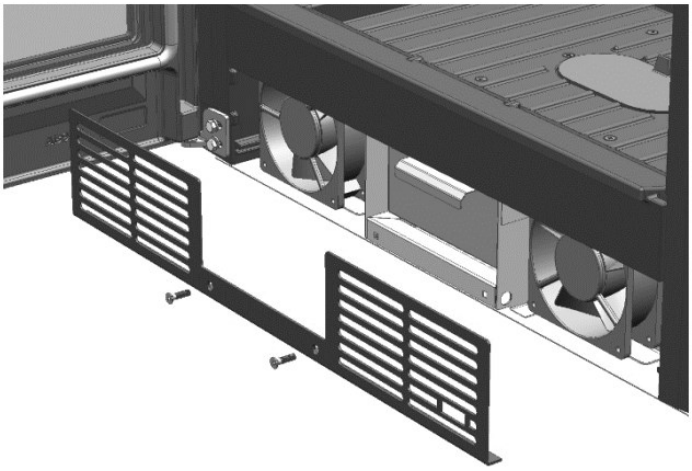

FIG. 5
1. Retirez la grille avant en desserrant les vis qui la maintiennent en place (Fig. 5)